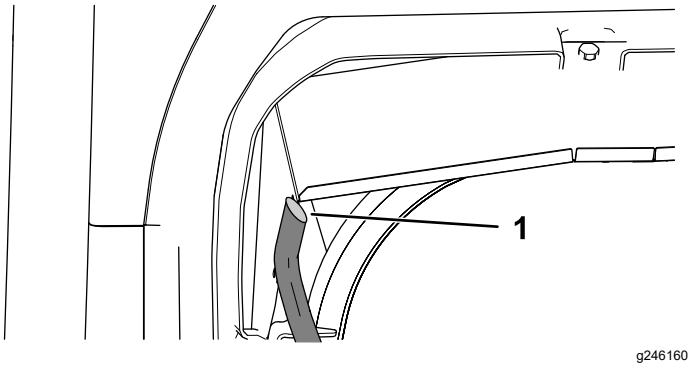

Figur 44
7. Kläm ihop båda ändarna av det genomskinliga röret och skär av det i en 45 graders vinkel (Figur 44).
8. Rikta in det genomskinliga röret med vattenrännans nedre del så att rörändens högsta del är vinklad bort från maskinen och montera röret (Figur 44).